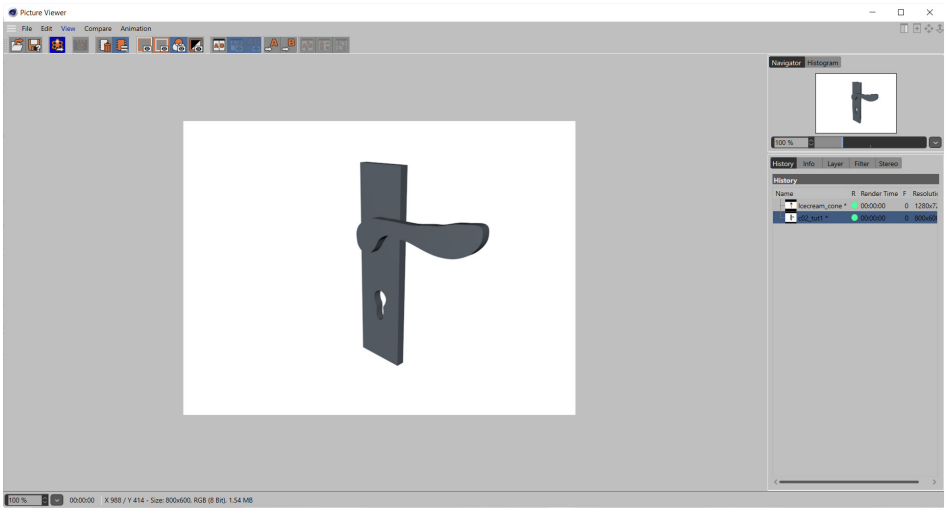

Figure 2-28 *The* ***Picture Viewer*** *window*
3. In the Perspective viewport, set the camera angle using the Viewport Navigation Tools located at the top right of the Perspective viewport. Next, choose the **Render to Picture Viewer** tool from the Command Palette. Alternatively, press SHIFT+R; the **Picture Viewer** window is displayed, as shown in Figure 2-28.